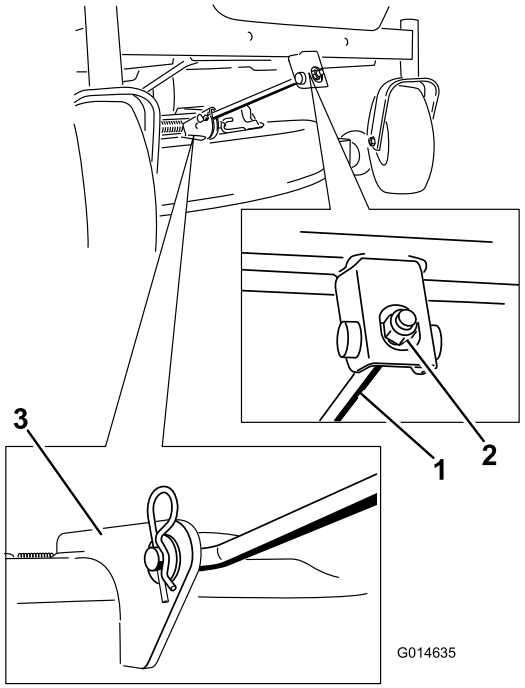

Figur 65
4. Fjern låseclipsen fra den forreste støttestang, og fjern stangen fra skjoldbeslaget (Figur 65).
6. Fastgør den forreste støttestang til klippeskjoldet med gaffelbolten og låseclipsen (Figur 65).